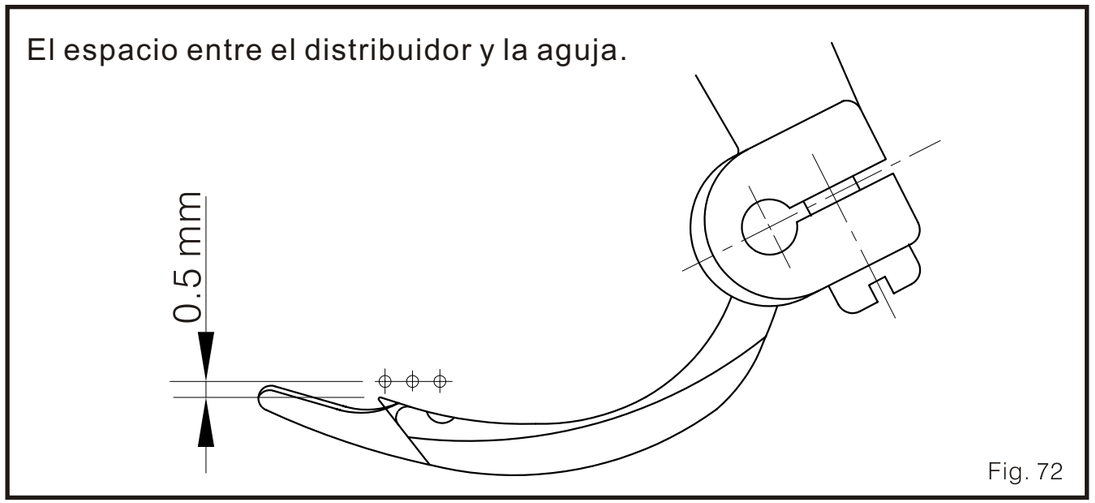

Fig. 72
2. Cuando el distribuidor pase por la aguja izquierda el espacio ente ellos debe ser de 0.5 mm. (Fig.72)